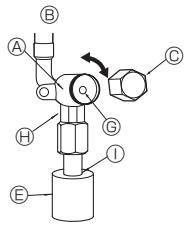
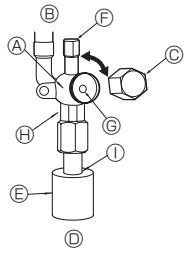

Fig. 4-5
Fig. 4-6
(1) Côté gaz (Fig. 4-5)
① Retirez le bouchon, et tournez la tige de soupape à fond dans le sens antihoraire avec une clé hexagonale de 4 mm. Arrêtez de tourner quand elle frappe la retenue. (ø15,88, 5/8 inch: env. 11 tours)
② Vérifier que la vanne d'arrêt est complètement ouverte et tourner le capuchon pour le ramener sur sa position d'origine.
(2) Côté liquide (Fig. 4-6)
① Retirez le bouchon, et tournez la tige de soupape à fond dans le sens antihoraire avec une clé hexagonale de 4 mm. Arrêtez de tourner quand elle frappe la retenue. (ø6,35, 1/4 inch: env. 4,5 tours) (ø9,52, 3/8 inch: env. 10 tours)